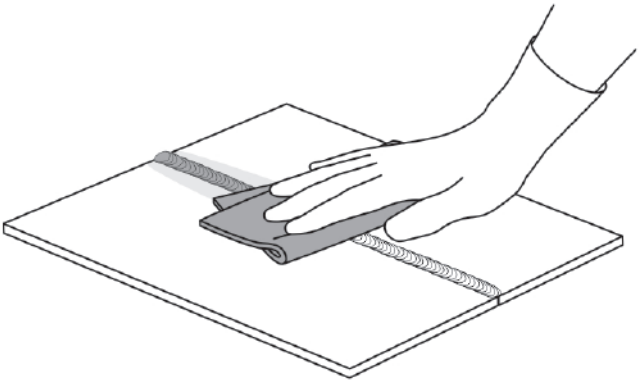

Рис. 12.3.3. Просушка поверхности после обработки.
3. С помощью ветоши вытрите насухо очищаемую поверхность (см. рис. 12.3.3).